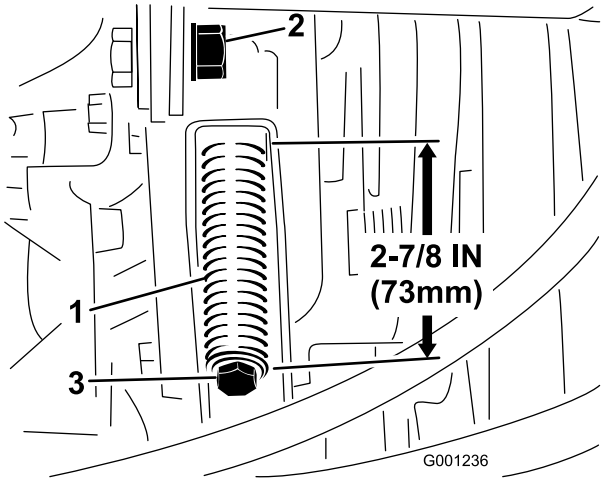

Figur 64
3. Løsn spændstangens kontramøtrik (Figur 64).
4. Brug en 1/2"-nøgle til at stramme eller løsne tilspændingsfjederen (Figur 64). Juster fjederlængden til 73 mm.
4. Brug en 1/2"-nøgle til at løsne tilspændingsfjederen (Figur 64) helt.
6. Monter kraftudtagets nye rem, og spænd remskivens fjeder til 73 mm (Figur 64).
7. Spænd kontramøtrikken (Figur 64), og luk motorhjelmen.